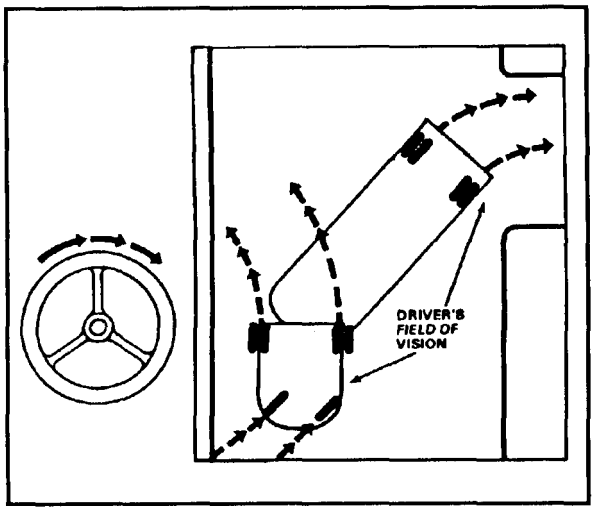

FIGURE 18-6. Backing the Semitrailer (Sight Side).
*Backing to the Left.* Turn the steering wheel to the right until the trailer is headed in the desired direction. Then turn the tractor wheels to the left to put the tractor on the same line of travel as the semitrailer. This method is known as backing sight side (Figure 18-6). Use this method whenever possible.